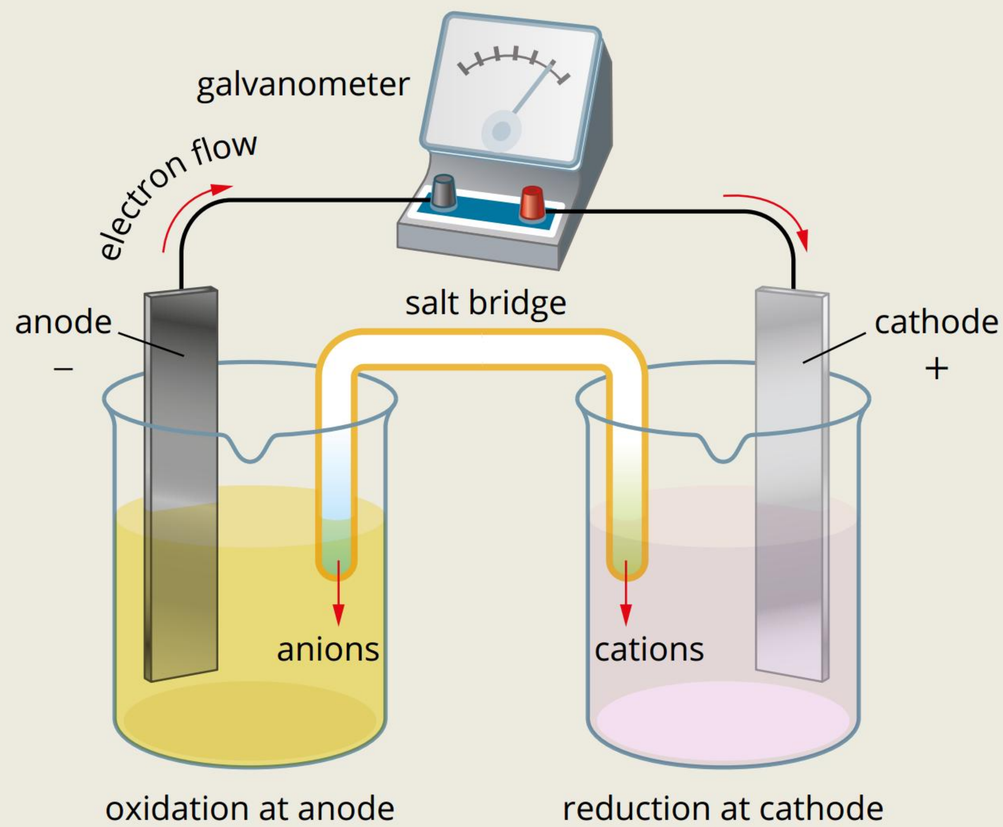

FIGURE 6.1.11 Key concepts about how a galvanic cell works
- These key concepts about a galvanic cell are summarised in Figure 6.1.11.